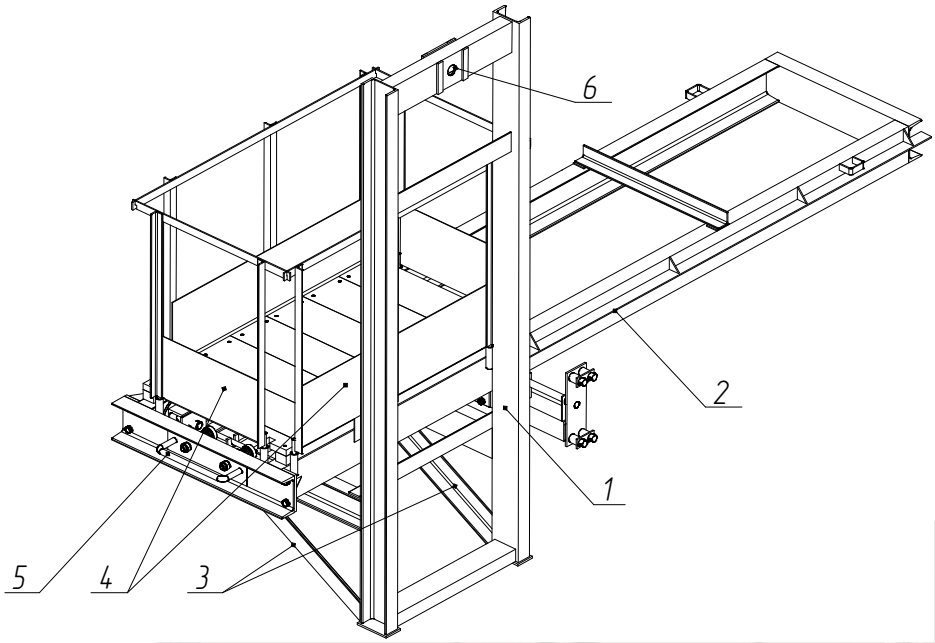

Рис. 8 – Каретка грузовая
4.6.1. Каретка грузовая (рис. 8), оборудованная выкатной платформой, предназначена для транспортирования груза. Конструкция представляет собой вертикально расположенную раму (1), выполненную из швеллеров, с горизонтально установленной в нижней части платформой выкатной (2), укрепленную двумя укосинами (3). Полезная площадь грузовой каретки ограничена ограждениями (4).